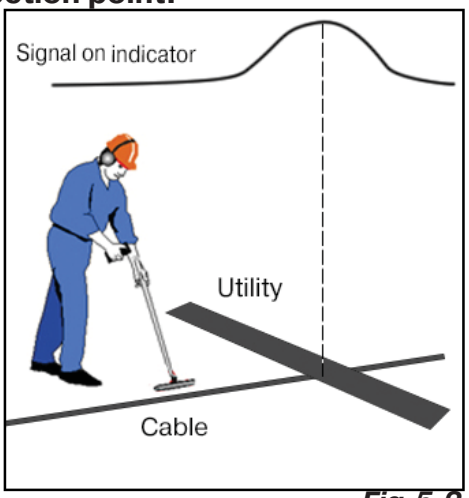

Fig.5.2
3. Position the electromagnetic sensor over the pipeline, parallel to the pipeline route (signal level displayed on the receiver screen will be close to zero)(***fig. 5.2***). Perform route location in accordance with the maximum method. When following the route, the intersection points with utility lines can be identified by the maximum signal.